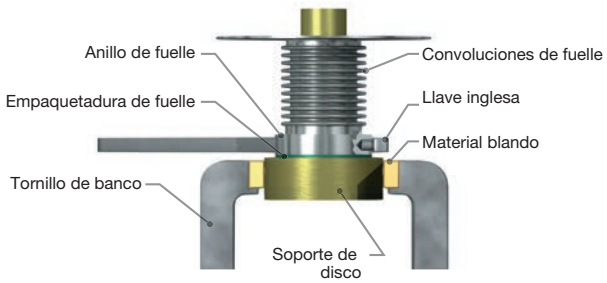

Figura 17: Extracción del anillo de fuelle
Las convoluciones del fuelle (ver Figura 17) son muy delgadas y frágiles. Tenga cuidado al protegerlas de daños.
11. G. Saque la guía (9) del soporte de disco (8). (Para válvulas de elevación restringidas, consulte Comprobación de la elevación en válvulas de elevación restringidas). Para el orificio V y W, desatornille el fuelle de la guía antes de retirar la guía.
12. Para las válvulas de fuelle de orificio D a U (ver Figura 7), el fuelle se une al soporte del disco (8) mediante roscas a la derecha. Utilice una llave especial en el anillo de fuelle para retirarlo girando en sentido antihorario (consulte la Figura 17).